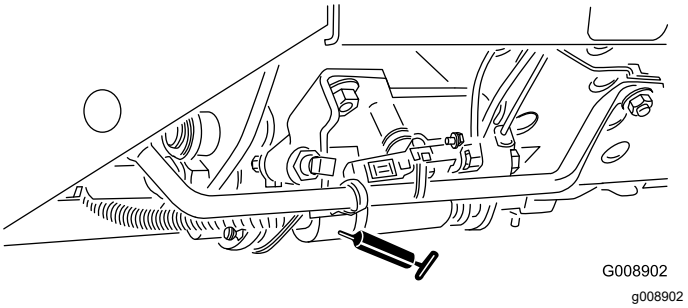

Figuur 68
- Schuif voor maaien/transport (Figuur 68)